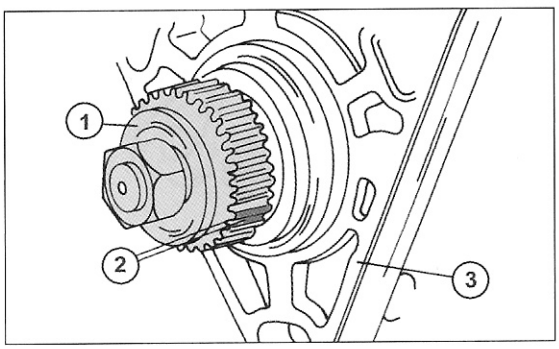
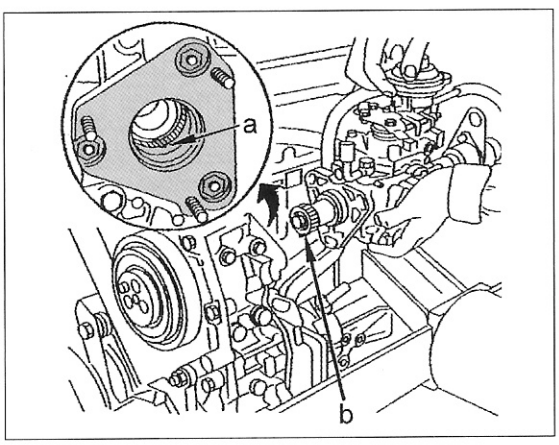

Bild 169
Bild 170
- Die Pumpenantriebsnabe (1) in Bild 169 verdrehen, bis der Doppelzahn (2) an der Pumpenwelle in einer Linie mit Punkt (3) steht. In dieser Stellung steht der Kolben der Pumpe im unteren Totpunkt und der Einbau der Pumpe wird vereinfacht. Wie dies bei einem 2.8-Liter-Motor aussieht, kann man in Bild 170 sehen.